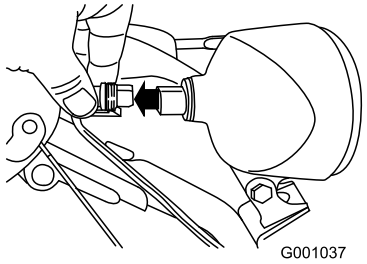

Figur 54
1. Fjern ledningskonnektoren fra baksiden av frontlykten (Figur 54).